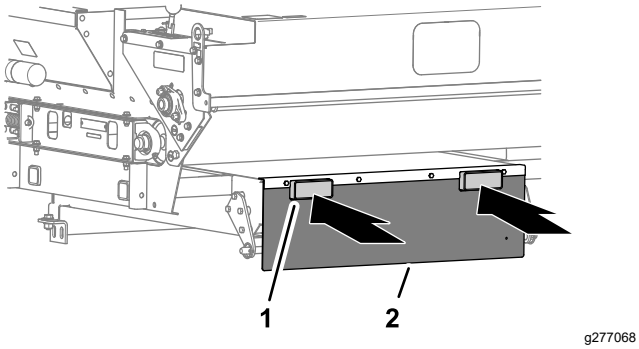

Figuur 8
- Als u een hefvork gebruikt om de topdresser op te tillen, breng de vorken dan in langs de hefbuizen (Figuur 8) aan de achterste flap.